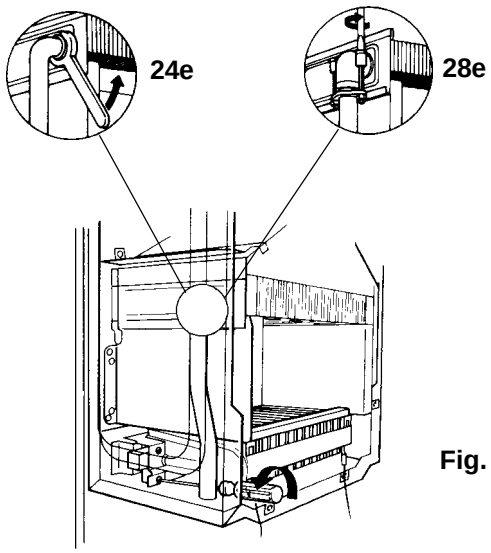

Fig. 28
8.6.4 Remove four burner retaining screws fig. 28 ease burner forward and rest on chamber base.
Refer to Fig. 28